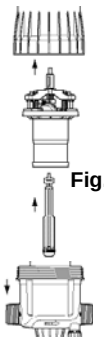

Fig. 17
- Extraer el conjunto pistón motor (**Fig. 17**) tirándo hacia arriba.